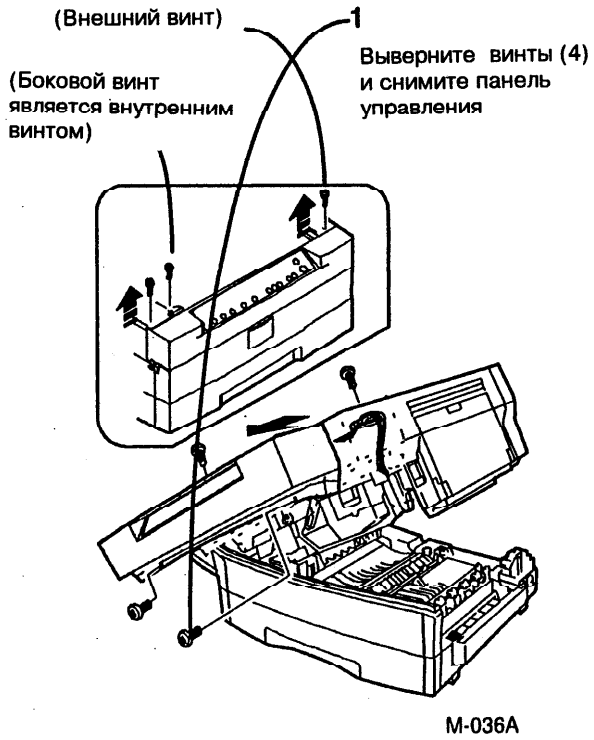

Рис. 1. Снятие панели управления
2. (Рис. 1): Снимите панель управления.